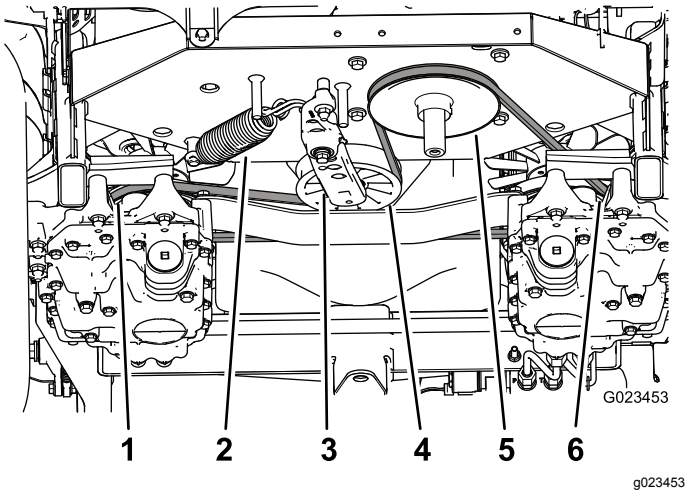

**Figur 56**
3. Brug en skralde i det firkantede hul i spændearmen som en modvægt mod spændefjederen (Figur 56), og fjern remmen fra spænderemskiven.
4. Tag spændefjederen af spændearmen og stellet (Figur 56).
9. Monter fjederen på spændearmen og stellet (Figur 56).